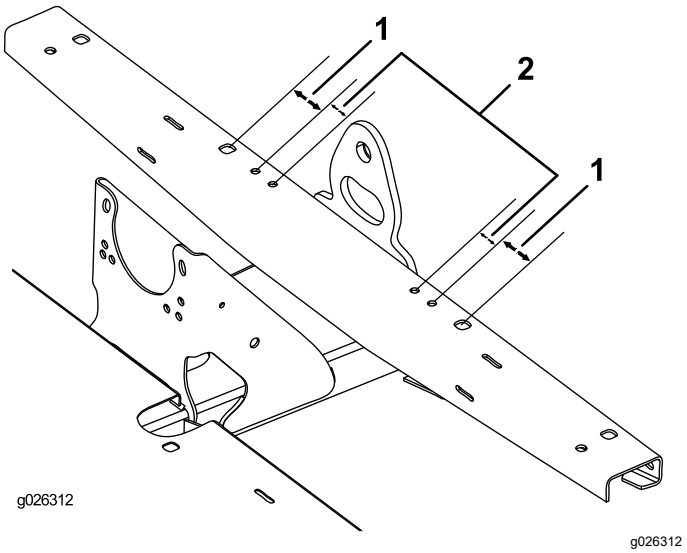

Figur 8
3. Bruk målene som vises på Figur 8 til å finne, markere og bore fire hull (9,5 mm) på toppen av rammekanalen.